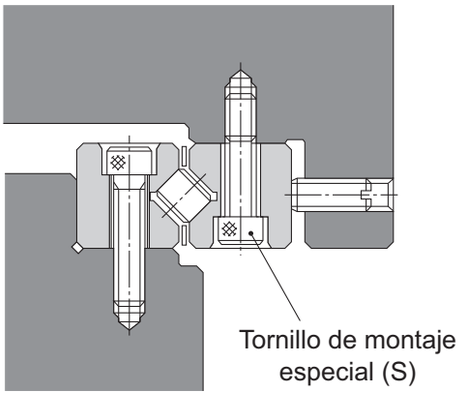
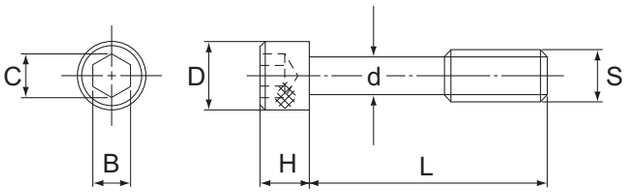

Fig.2
Fig.3 Tornillo de montaje especial
Si es inevitable adoptar un método de montaje como el que se muestra en la Fig.2 debido a una razón estructural, utilice el tornillo de montaje especial (S) indicado en la Fig.3.